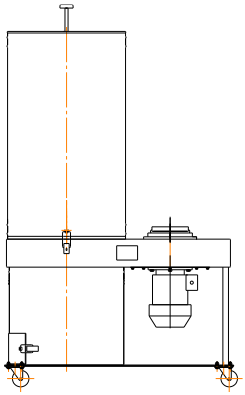

Рис. 2
– УВП-1200АК – на основании с 4-я колесными опорами, рис. 2.